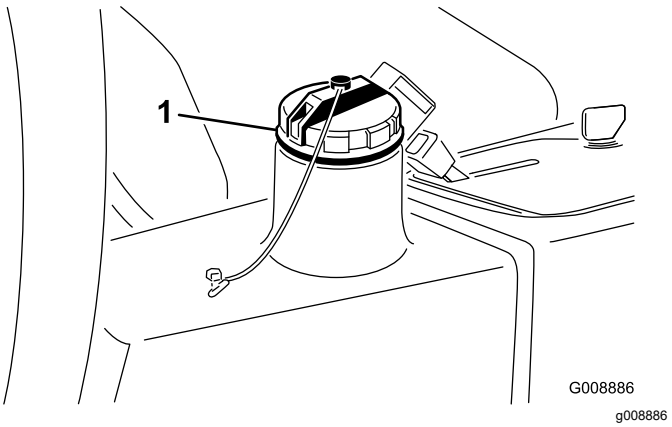

Figur 79
4. Fyll tanken (Figur 79) med cirka 13,2 liter hydraulvätska. Se Kontrollera hydraulsystemet (sida 49).